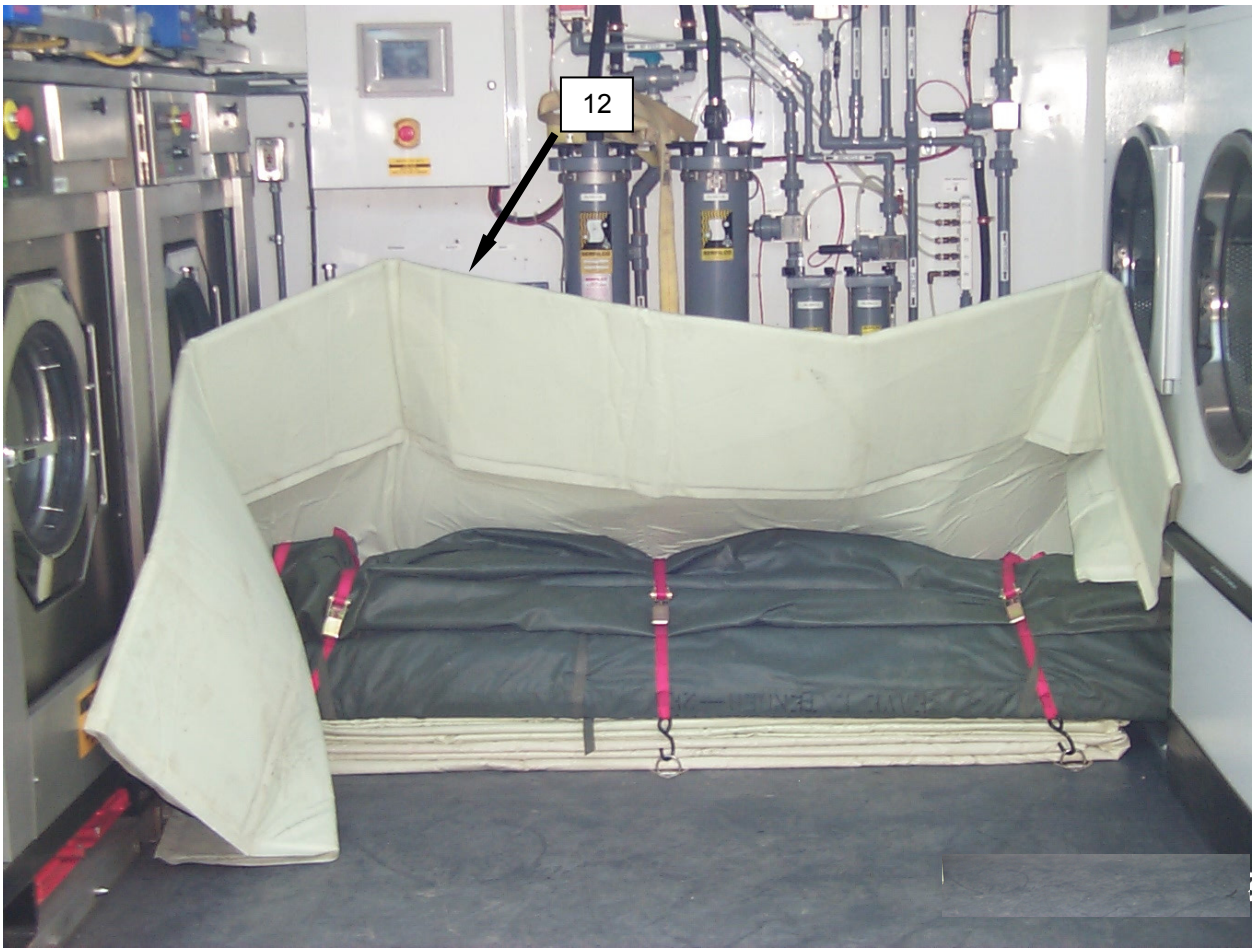

Figure 11. Placing the Vestibule Floor Liners in CBL for Full Packout.
16. Place the vestibule floor linings **(Figure 11, Item 12)** as shown to provide protection to the washers, pumps, and dryers.